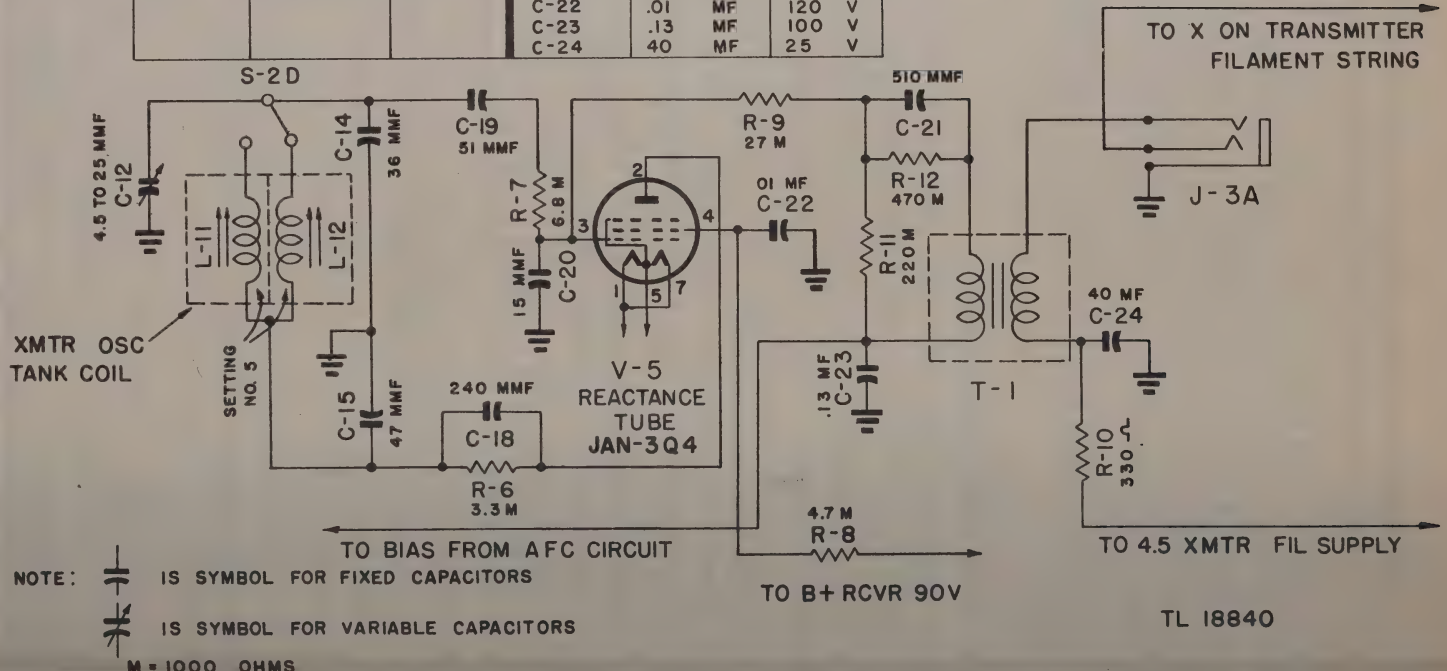

Figure 31. Receiver-Transmitter BC-1335, transmitter reactance modulator.
a. Reactance Tube JAN-3Q4 (V-5) is connected across the transmitter oscillator circuit in such a way that it acts as a capacitor, the size of which depends on the mutual conductance of reactance tube V-5 which in turn is controlled by the bias voltage applied to the control grid (fig. 31). This tube serves two functions: it modulates the frequency of the transmitter oscillator at an audio rate, and it maintains the transmitter oscillator exactly on channel frequency through a control circuit coupled to the receiver discriminator. Its action depends on driving the control grid with r-f voltage 90° out of phase with the r-f voltage impressed on the plate. The plate current of this tube is then 90° out of phase with the plate voltage. The action of the tube thus satisfies requirements of the operation of a capacitor. Varying the d-c bias on the control grid varies the mutual conductance of the tube and thus the amount of r-f plate current; because of this the apparent size of the input capacitance from plate to ground on tube V-5 may be varied by changing the bias on the control grid. Audio modulation is applied to this control grid from microphone transformer T-1, through a resistance-capacitance network, for frequency modulation of the transmitter oscillator. The average bias on V-5 is determined by the control network consisting of tubes V-16 and V-17 which operates from the discriminator voltage on the cathode of V-12. This network maintains the transmitter oscillator on the proper frequency.